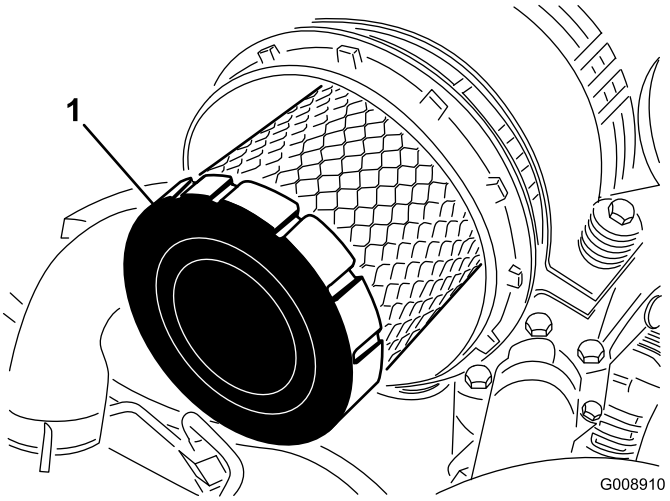

Figur 60
4. Afmonter og udskift primærfilteret (Figur 60).